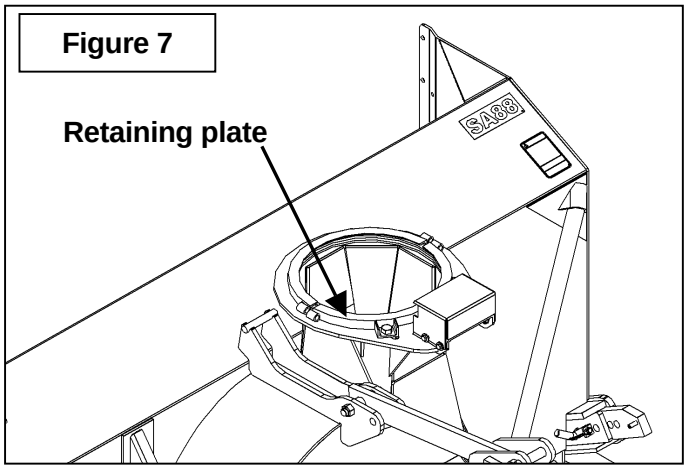

Figure 7
1. **Figure 7:** The snowblower, as delivered. (The model may differ)